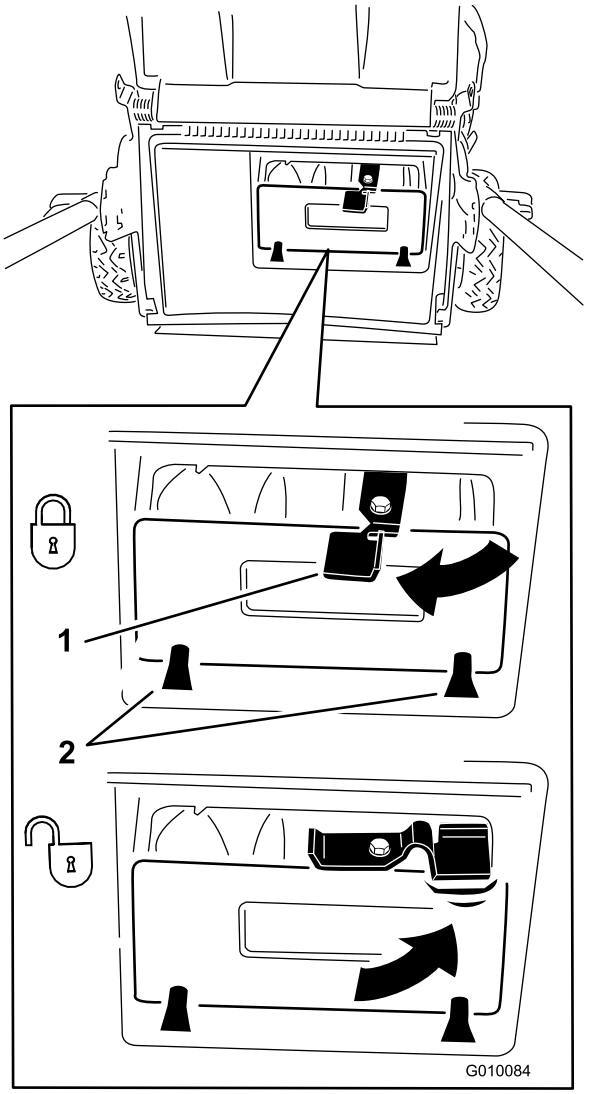

**Figuur 24**
**Belangrijk: Zorg ervoor dat de afsluiter van het achteruitwerpkanaal is geplaatst en vergrendeld. Om de afsluiter te vergrendelen, duwt u de afsluiter naar binnen totdat deze vastklikt en draait u de hendel op de afsluiter naar links (Figuur 24).**
**Opmerking:** Om de afsluiter te ontgrendelen, draait u de hendel op de afsluiter naar rechts (Figuur 24).